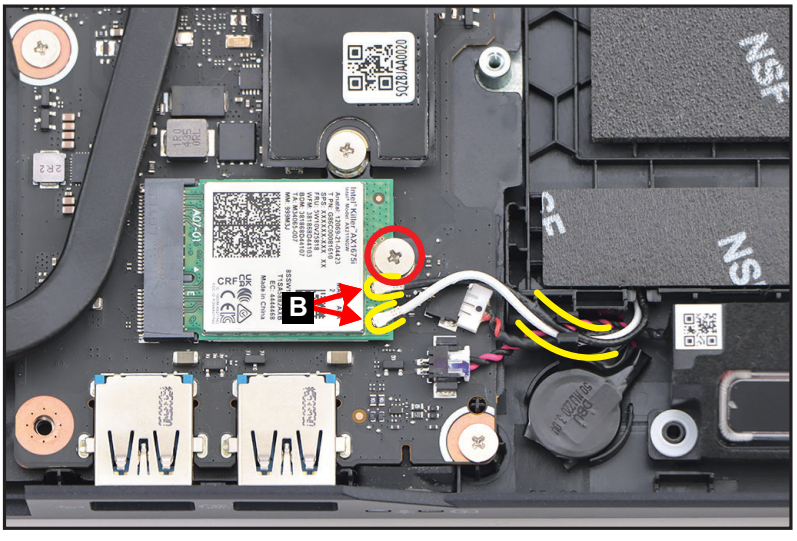

Figure 1-29. WLAN Module Removal
2. Disconnect the WLAN antennas cables from the WLAN module connectors (B). Then release the antennas cables from the cable guide as shown in Figure 1-29.
3. Remove one (1) screw securing the WLAN module (Figure 1-29).